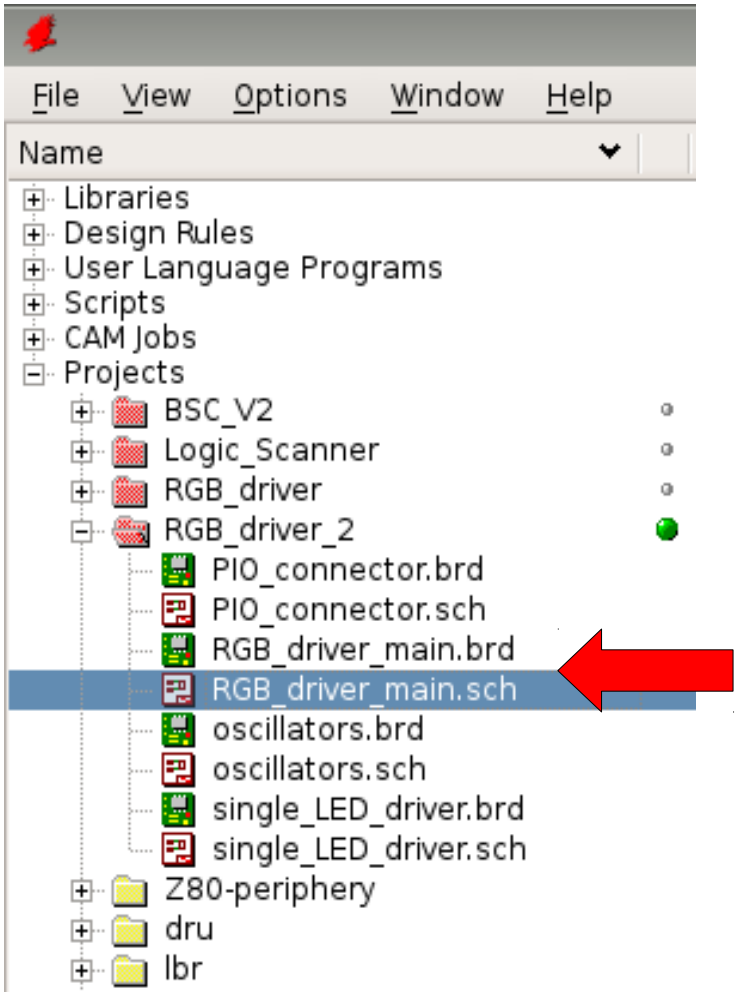

Figure 34: main module schematic
1) If not there already, in the project directory “RGB_driver” a new and empty schematic named “RGB_driver_main” is to create (see **red** pointer in Figure 34).
2) Even if the schematic is empty at this stage, switch over to the layout editor so that a new and empty layout is created too. As shown in Figure 34 both the main module schematic and layout are now listed in the project tree of the EAGLE control panel.